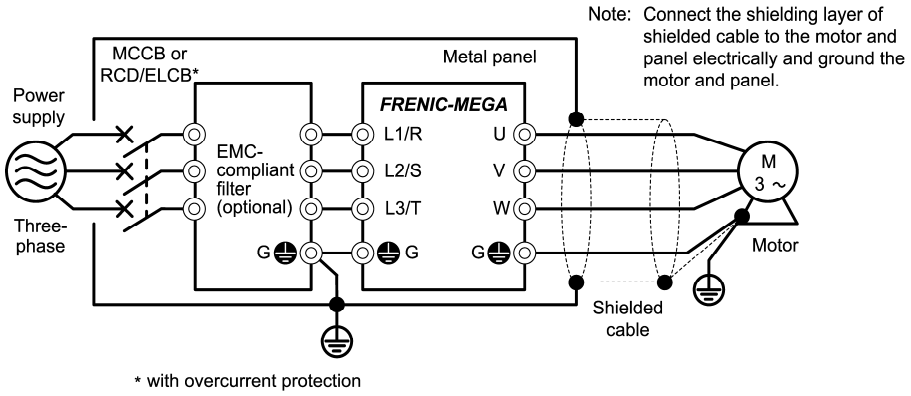

Figure 9.1 Mounting the Inverter with EMC-compliant Filter in a Metal Panel
3) If noise from the inverter exceeds the permissible level, enclose the inverter and its peripherals within a metal panel as shown in Figure 9.1.